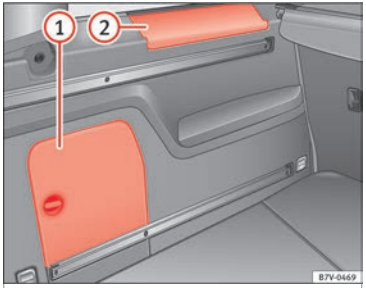

Fig. 188 In the luggage compartment: Side storage compartment
There are other compartments ››› Fig. 188 (1) and (2) in the side of the boot. To open the compartment (1), turn the catch clockwise. To open the compartment (2), lift the cover. Compartment (1) houses the factory fitted **CD changer**. The compartment lid (1) can safely store the tray support covers.